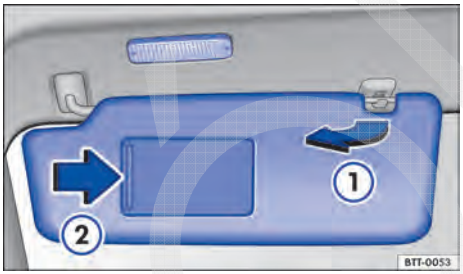

Fig. 62 Para-sol.
– Retirar do suporte e girar na direção das portas → Fig. 62 ①.
No para-sol rebatido para baixo há um espelho de cortesia atrás de uma cobertura. Ao abrir a cobertura → Fig. 62 ② uma lanterna se acende. A lanterna se apaga quando a cobertura do espelho de cortesia for fechada ou o para-sol for rebatido para cima.